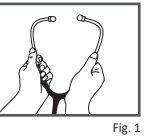

Fig. 1
2. Pour réduire la tension du ressort, saisir chaque tubulure de la lyre au niveau de son coude et tirer doucement vers l'extérieur comme indiqué sur la figure 1.